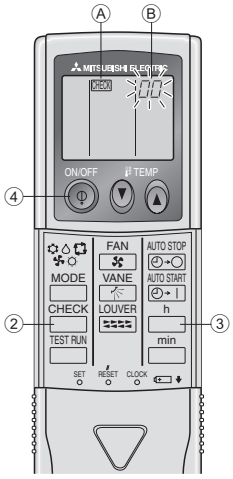

Fig. 7-4
7.3.2. Para controlador remoto inalámbrico (Fig. 7-4)
① Encienda el aparato.
② Pulse el botón CHECK dos veces.